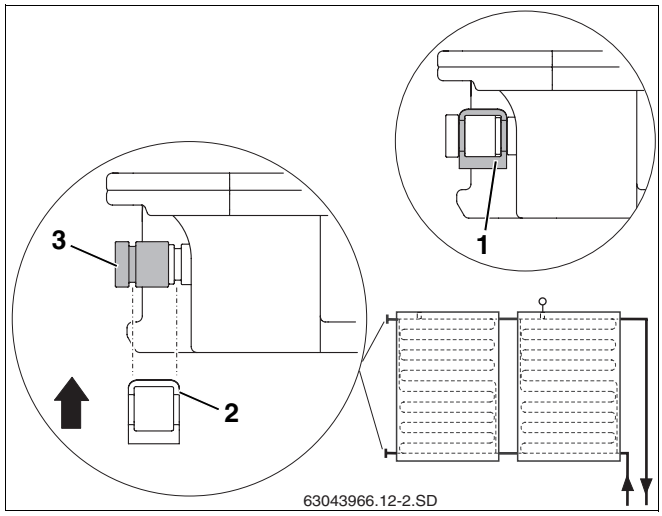

Abb. 20 Verschlusskappe mit Klammer sichern
- Verschlusskappe mit den O-Ringen (Abb. 20, **Pos. 3**) auf den Kollektoranschluss schieben.
- Klammer (Abb. 20, **Pos. 2**) zur Sicherung des Anschlusses über Verschlusskappe und Kollektoranschluss schieben.
- Sichern Sie jede Verschlusskappe mit einer Klammer (Abb. 20, **Pos. 1**).